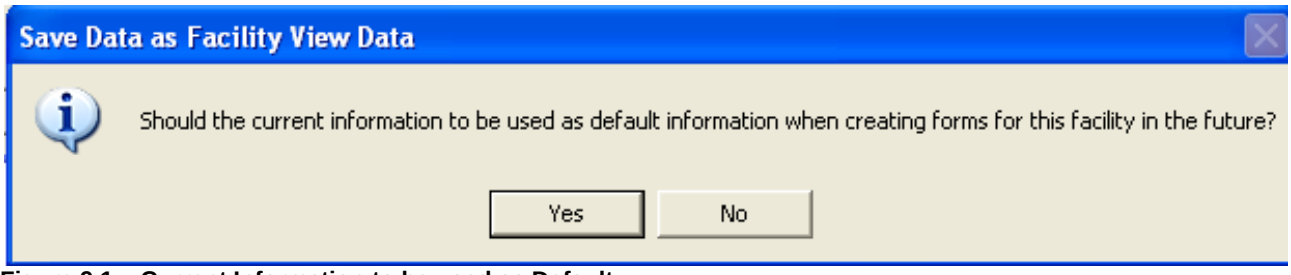

Figure 9.1 – Current Information to be used as Default
1. Update **INV-1** with any new information regarding contacts, addresses, and other information that is not updated through Site Management screens.[8] When saving, if asked to use this information as default information when creating future forms, click **YES** (see Figure 9.1).